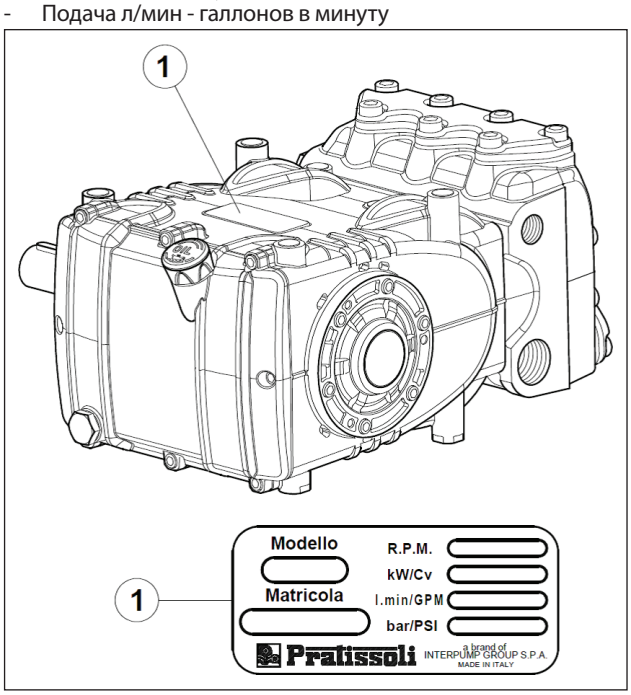

Рис. 1
На каждом насосе находится идентификационная табличка, см. поз. ① на Рис. 1, на которой указано: